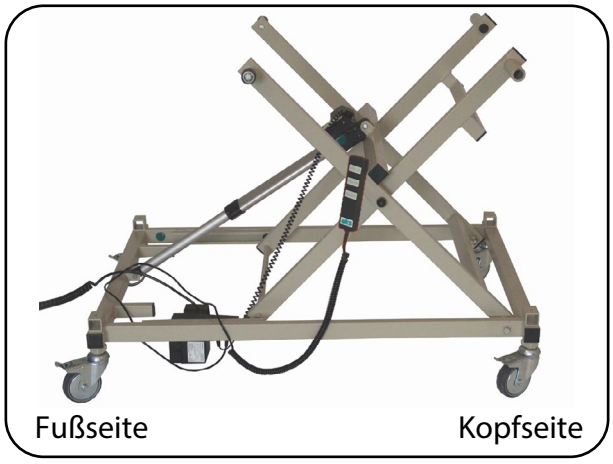

Abb. 6.1.01 – Scherenhub in oberster Position
1. Stellen Sie den Scherenhub mit den Laufrollen auf den Boden und stellen Sie die Laufrollen fest (siehe Kapitel Bedienung Abschnitt **Laufrollen**) (Abb. 6.1.01).